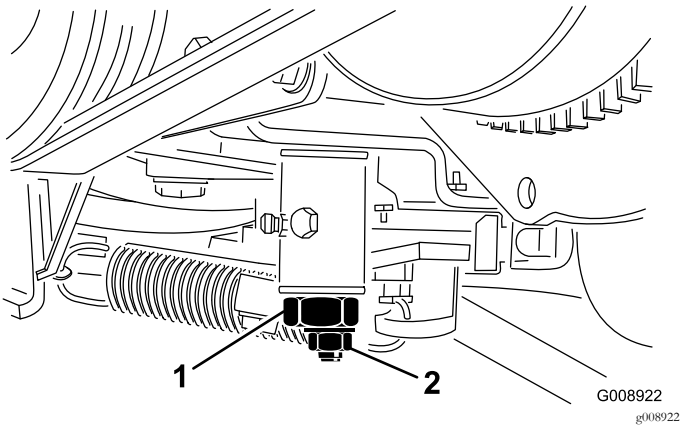

Figur 68
3. Løsn låsemøtrikken på traktionsjusteringsknasten (Figur 68).